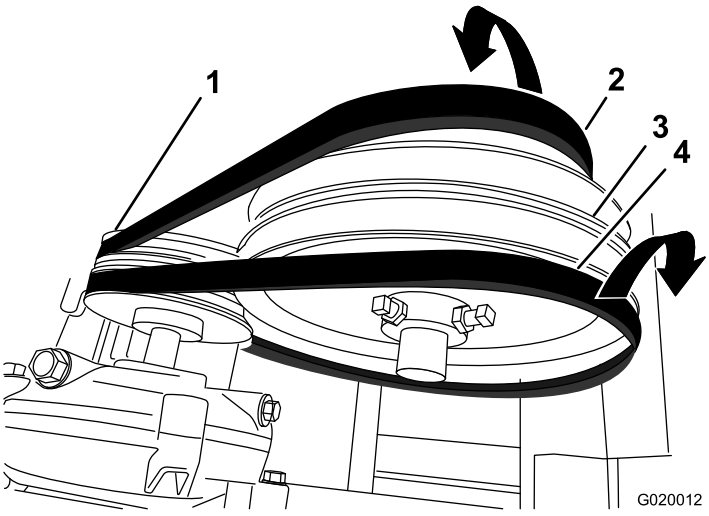

Figura 72
4. Deslice la correa delantera hacia adelante y retírela de la polea tensora (Figura 72).
5. Deslice la correa trasera hacia atrás y retírela de la polea tensora (Figura 72).